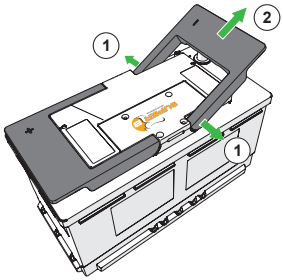

Figure 10. Remove the handles by pulling them outwards.
b) Remove the handles by pulling them outwards. (Figure 10)